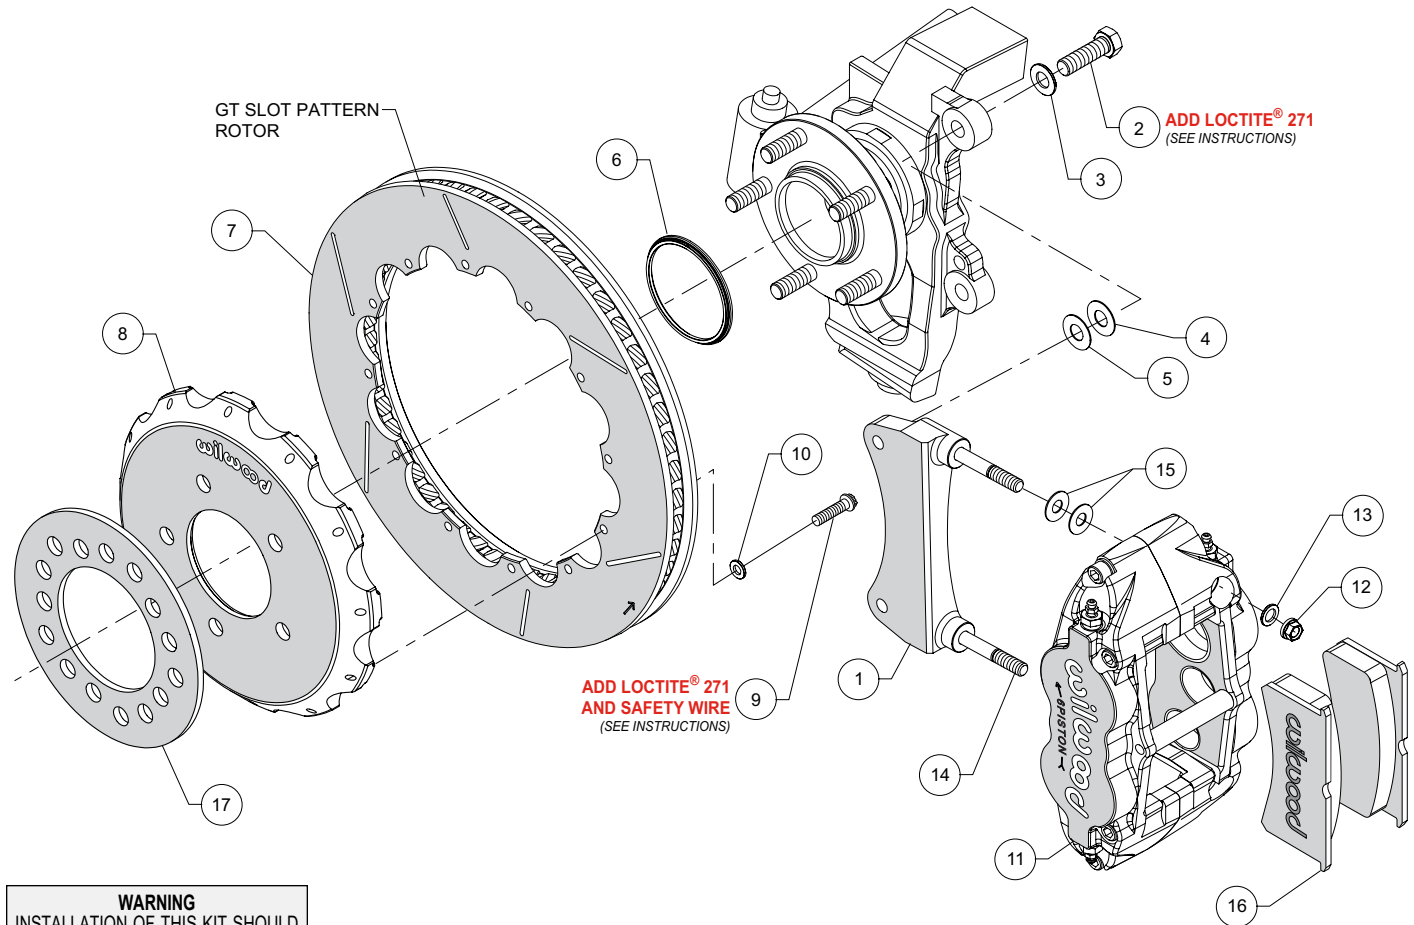
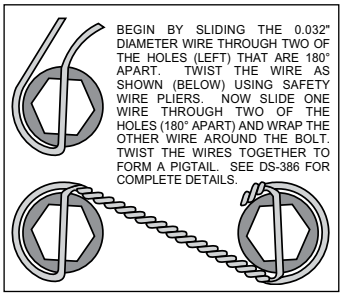

Figure 1. Typical Installation Configuration
Figure 3. Safety Wire Diagram
Assembly Instructions (numbers in parenthesis refer to the parts list and Figure 1 on the preceding pages):
- The caliper mount bracket (1) should initially be installed with clean, dry threads on the mounting bolts. Orient the bracket as shown in Figure 1 and Photo 1, and install using washers (3) and bolts (2). Initially place one .033 thick shim (4) and one .015 thick shim (5) on each bolt between the bracket and upright, Figure 1. Temporarily tighten the mounting bolts. ***NOTE:*** *The bracket must fit squarely against the mount bosses on the upright.* Inspect for interference from casting irregularities, machining ridges, burrs, etc. Later, after the caliper alignment has been checked, the mount bolts will be secured using red *Loctite*® 271.
- Orient the rotor (7) and the hat (8) as shown in Figure 1 and Photo 2. Attach rotor to hat using bolts (9) and washers (10). Apply red *Loctite*® 271 to the bolt threads and torque to 155 **in-lb** using a criss-cross pattern. Safety wire bolts using standard 0.032 inch diameter stainless steel safety wire as shown in Figure 3. Please refer to Wilwood's data sheet DS-386 (available at www.wilwood.com/Pdf/DataSheets/ds386.pdf) for complete safety wire installation instructions.
- ***NOTE:*** *This kit contains distinct right and left hand calipers that must be mounted in a specific direction, as described below.* Initially place two .035" thick shims (15) on each stud (14) as shown in Figure 1 and Photo 4. Mount the caliper (11) onto the bracket (1) using lock nuts (12) and washers (13), Figure 1. Ensure that the caliper is mounted so that the largest pistons are at the rotor exit end of the caliper, in relation to the direction of rotor rotation. Temporarily tighten the lock nuts and view the rotor through the top opening of the caliper. The rotor should be centered in the caliper, Photo 5. If not, adjust by adding or subtracting shims (4 and/or 5) between the bracket and the upright. Always use the same amount of shims on each of the two mounting bolts. Once the caliper alignment is correct, remove the bracket mounting bolts (2) one at a time, apply red *Loctite*® 271 to the threads, and torque to 60 ft-lb.
• Install the wheel spacer (17) against the hat face, Figure 1 and Photo 8. ***NOTE:*** *Spacer is required to clear stock wheels.* Temporarily install the wheel and torque the lug nuts to the manufacturer's specification. Ensure that the wheel rotates freely without any interference.